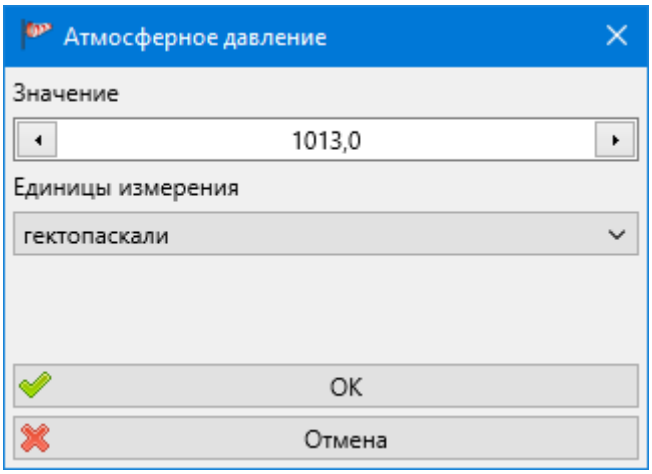

Рис. 6.3 – Окно ввода значения атмосферного давления
3. Установить текущее значение атмосферного давления на панели управления (рис. 6.3);